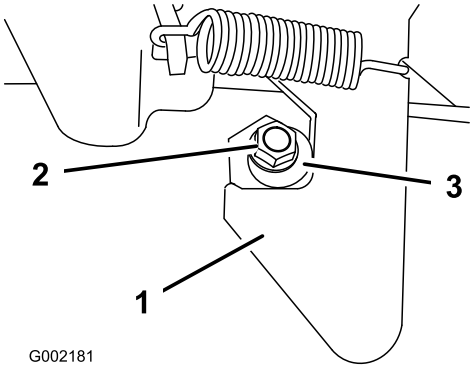

Figur 74
1. Løsn låsemøtrikken i enden af låsestiften (Figur 74).
2. Drej låsestiften med uret, indtil den ligger tæt op ad låsens krogdel (Figur 74).